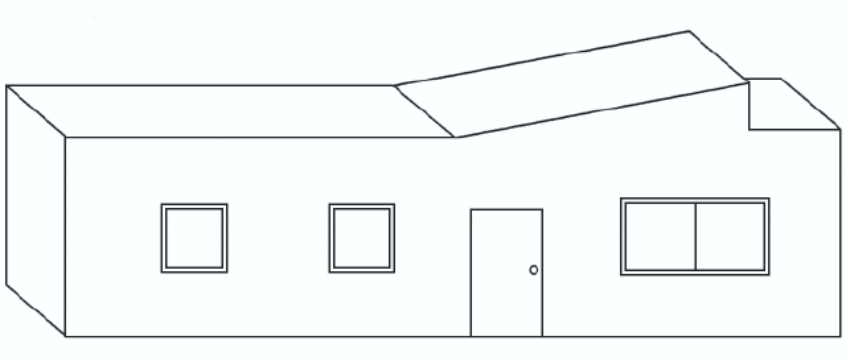

Figure 10.8. Mobile Home Cathedral Ceiling with Step Wall.
- **Step Wall Orientation** – If the roof type selected is flat or pitched and the percent of cathedral ceiling is greater than 0, the Step Wall Orientation field will appear. Some manufactured home ceilings slope up to the top of a short wall. This short wall then steps vertically down to the average home height (see Figure 10.8). Select the closest cardinal direction that the step wall faces. The choices are North, South, East, West, and No Step Wall. Enter No Step Wall if a step wall does not exist. *Optional.*